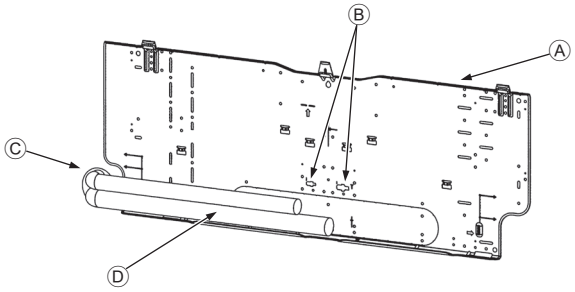

Rys. 3-5
3.3. Osadzanie rur w ścianie (Rys. 3-5)